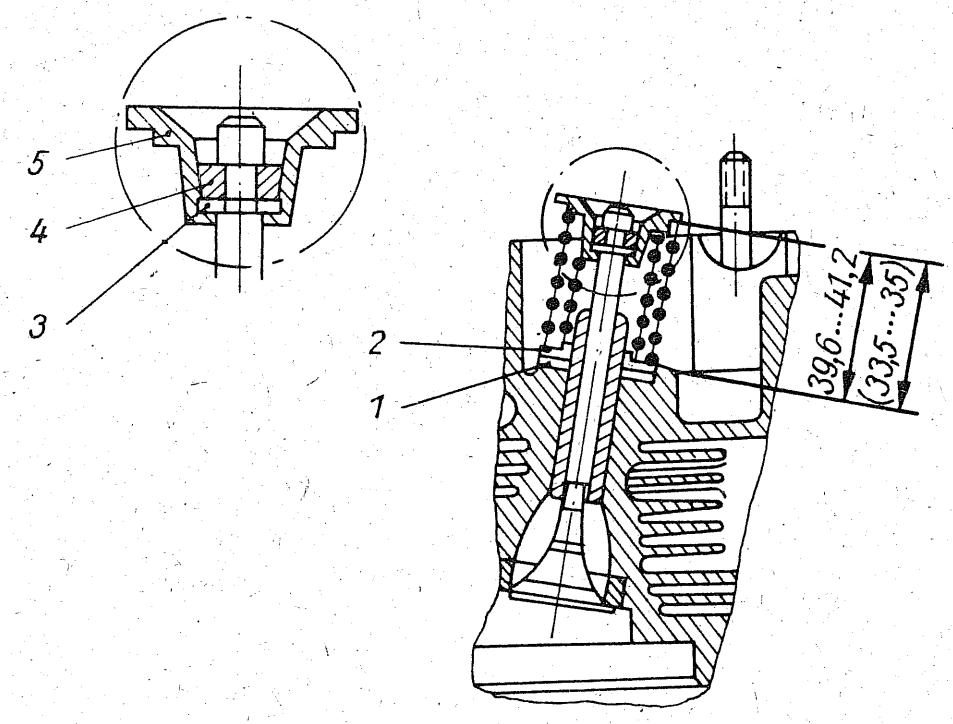

Bild 12
Ist die Einbaufähigkeit aller Federn geprüft, mißt man den Einbauraum zwischen Ventilfederteller und Zylinderkopf. Bild 12 gibt die entsprechenden Werte an. Diese Maße werden ermittelt, indem nach dem Einsetzen der Ventile, und zwar ohne die Ventilfedern, der Abstand zwischen Lagerungsscheiben der Ventilfedern und den Ventilfedertellern gemessen wird. Als Meßinstrumente eignen sich Schiebelehre oder Meßlineal. Bei größerem Abstand als vorgeschrieben wird unter die Lagerungsscheibe (2) eine entsprechend starke Scheibe zum Ausgleich beigelegt.